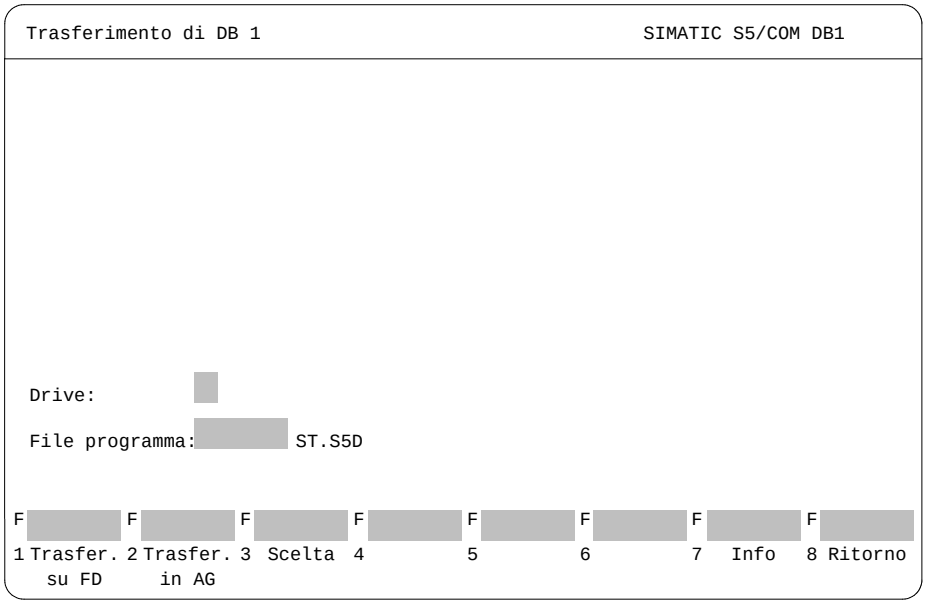

Figura 22-18 Maschera del COM DB1 *Trasferimento di DB1*; scelta di *Trasferimento in AG*
1. Premere il tasto ***F3*** = *DB1 Trasfer.* nella maschera *Tabella panoramica* (→ Figura 22-18).